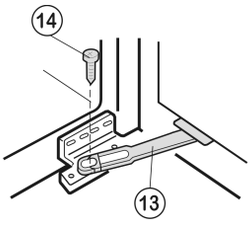

*Fig. 8*
▶ Aanslag *Fig. 8 (13)* demonteren: schroeven *Fig. 8 (14)* uitdraaien.